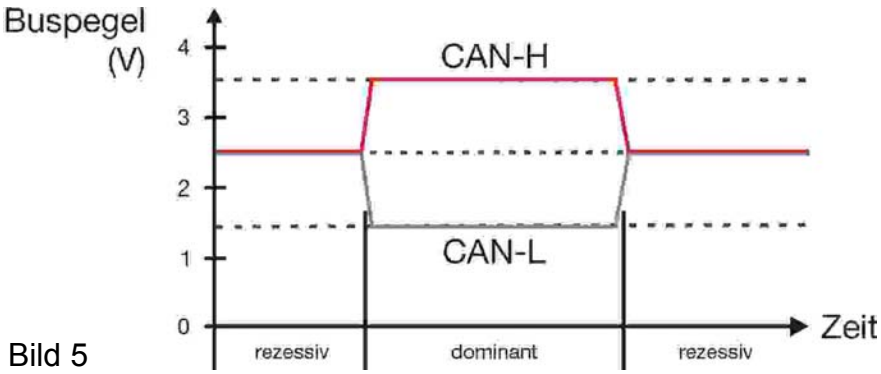

Bild 5
- Die beiden Signale sind spiegelverkehrt zu einander (Bild 5).